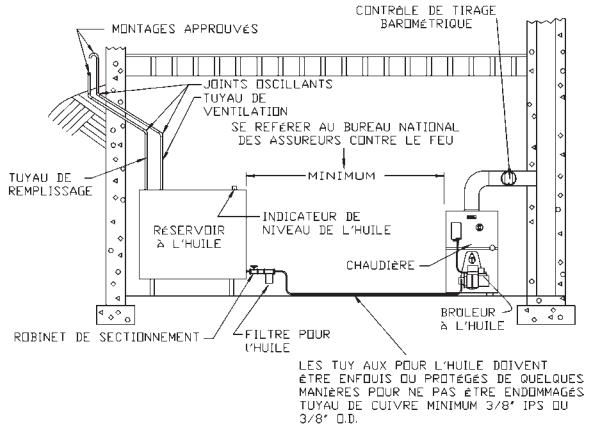

FIGURE 13
Un filtre pour tuyau à l'huile et un robinet de sectionnement doivent être installés dans le tuyau de succion. Des robinets de sectionnement doivent être installés dans les deux tuyaux, de succion et de retour au brûleur pour plus de commodité quand vient le temps de faire l'entretien du brûleur.Allouer du tuyau d'extra au brûleur, de manière que le brûleur puisse être enlevé de la chaudière pour le nettoyage sans avoir besoin de découpler le tuyau. (Voir les figures 13 & 14, ci-dessous).Un tuyau flexible pour l'huile est facultatif et disponible.
3. Enlever les trois (3) écrous de ½" de la bride du brûleur.
4. Fermer le robinet de l'huile.Voir les figures 13 et 14 de la page 10.